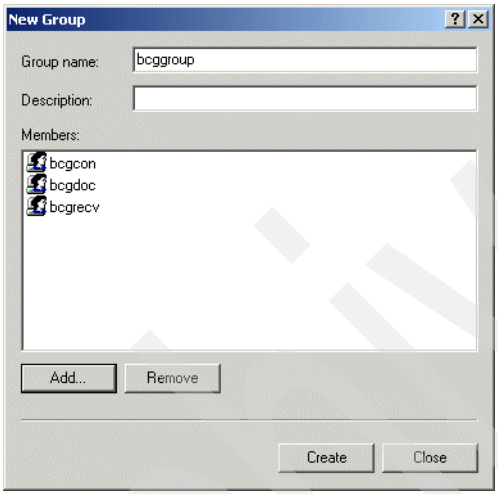

Figure 5-4 Creating a new group and adding member
7. In the New Group window (see Figure 5-4), complete these tasks: